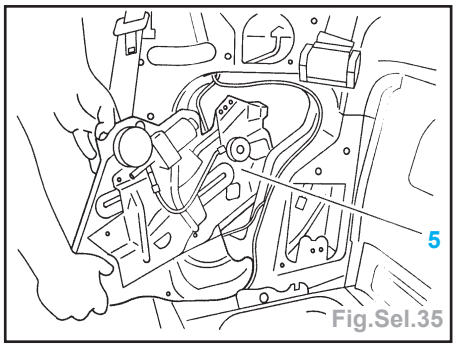

Fig.Sel.35
- Dégager et incliner le mécanisme (5) afin de le sortir par la découpe du panneau de coté de caisse (Fig.Sel.35).